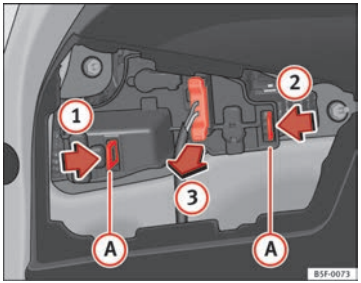

Fig. 155 Remove the bulb holder
– Unlock the retaining tabs (A) of the bulb holder, following the direction of arrows (1) and (2) ⇒ Fig. 155.
– Remove the bulb holder by turning it in the direction of arrow (3) ⇒ Fig. 155. ■
– Install the bulb holder making sure that locking clips ⇒ Fig. 155 (A) are properly clipped on.